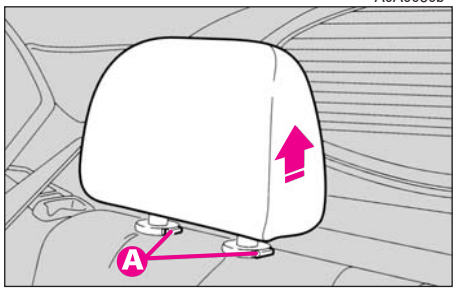

fig. 24
-ridicați tetierele în cea mai înaltă poziție, apăsați ambele butoane (**A-fig. 24**) din părțile laterale ale cadrului, apoi scoateți complet tetierele trăgându-le în sus;